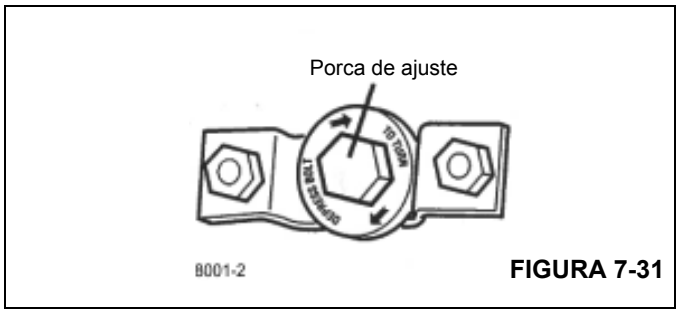

FIGURA 7-31
5. Pressione a embreagem e gire a porca de ajuste. No sentido horário o rolamento se move em direção à transmissão, (Figura 7-31)